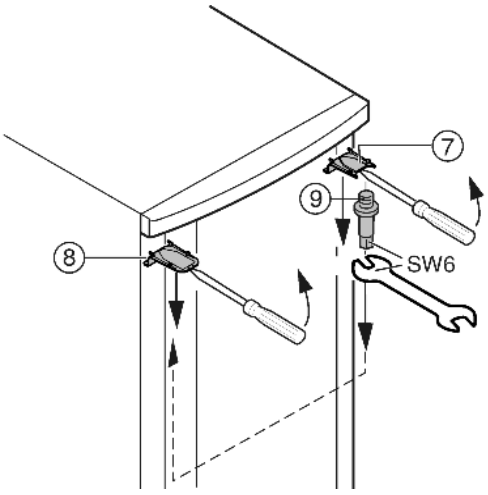

Fig. 7
- ▶ At the top, use a screwdriver to unclip cover *Fig. 7 (7)* and cover *Fig. 7 (8)* at the front, and remove by pulling out and down.
- ▶ Unscrew the bearing pin *Fig. 7 (9)* and screw it firmly into place on the opposite side **(with 4 Nm)**.
- ▶ Refit the cover *Fig. 7 (7)* on the side of the bearing pin: insert at the back, snap in at the front.
- ▶ Fit the cover *Fig. 7 (8)* on the opposite side: insert at the back, snap in at the front.
- ▶ Hang the door on the bearing pin *Fig. 7 (9)* at the top.